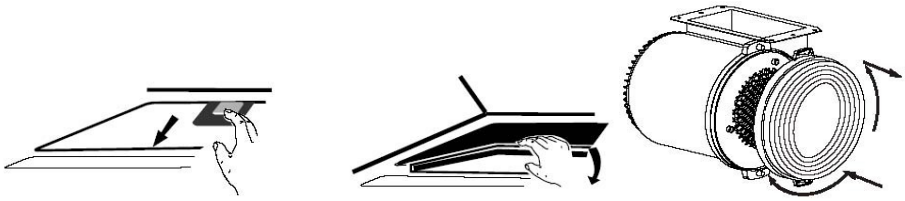

Abb. 9
- Die Kohlefilter (Artikel Nr.: 256024) werden auf beiden Seiten des Motors aufgesetzt und entsprechend der Ausführung mit einer leichten Drehbewegung befestigt. Achten Sie auf festen. richtigen Sitz der Filter. (Abb. 9)